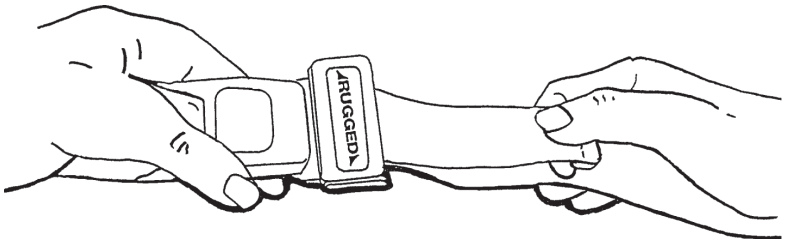

Figura 48
- **Para alargar as correias de contenção**, segurar na placa de fecho da fivela, incliná-la de forma a fazer um ângulo com o tecido da correia e, em seguida, puxar a correia (Figura 48). Uma ponta debruada existente na extremidade do tecido impede que a placa de fecho da fivela saia da correia.
- **Para encurtar as correias de contenção**, segurar na ponta debruada e puxar o tecido para trás, através da placa de fecho da fivela, até atingir o tamanho desejado (Figura 48).